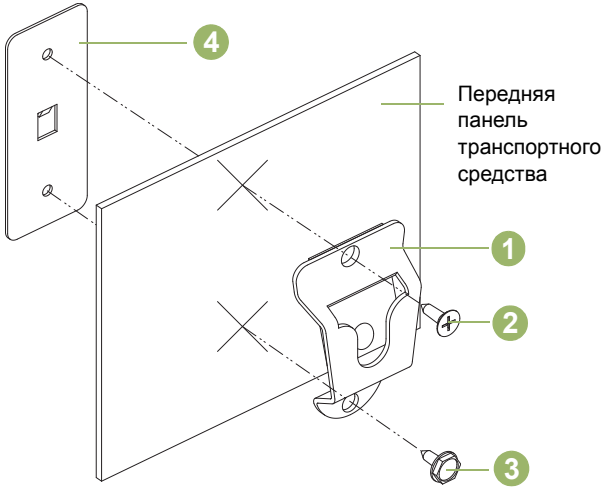

Рис. 5.2. Установка монтажного кронштейна
Руководствуясь приведенным ниже Рис. 5.2, установите подвесной кронштейн (1) на транспортное средство с помощью имеющихся в комплекте двух винтов для тонколистового металла и опорной пластины. Установите опорную пластину (4) с обратной стороны передней панели автомобиля. Заверните винт с плоской головкой (2) в верхнее монтажное отверстие, а винт с шестигранной головкой (3) — в нижнее. Убедитесь, что винты вошли в отверстия на опорной пластине.